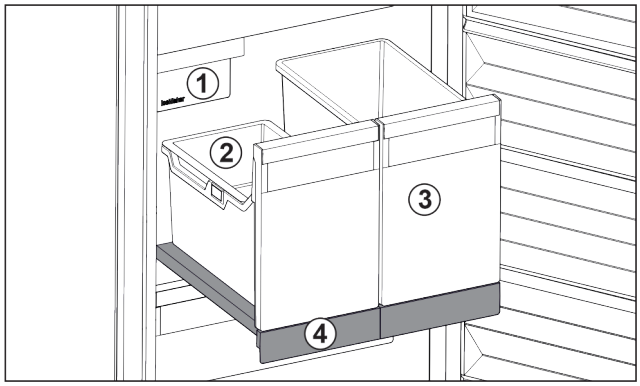

Fig. 122 Raft extractibil cu IceTower
(1) IceMaker
(2) Tavă suspendată pentru cuburi de gheață
(3) Recipient de ex. pentru pizza, băuturi alcoolice
(4) Raft extractibil
Pe raftul extractibil se află două recipiente înalte (IceTower). În recipientul din *Fig. 122 (2)* sunt colectate și depozitate cuburile de gheață din IceMaker. Recipientul din *Fig. 122 (3)* se pretează pentru depozitarea de alimente înalte cum este pizza sau băuturile alcoolice.